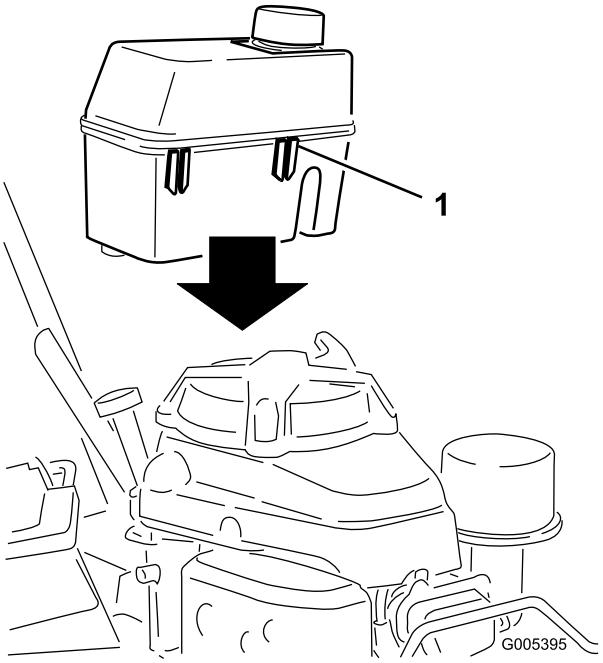

Рисунок 6
3. Переместите пластмассовые скобы в передней части топливного бака на крепежный элемент топливного бака (Рисунок 6).